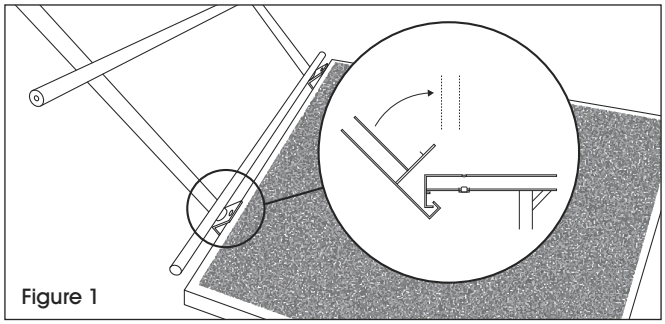

Figure 1
1. Placez le garde-corps sur la scène dans la position souhaitée. Accrochez le support de biais sur le bord de la scène et faites-le pivoter en place. (Voir Figure 1)